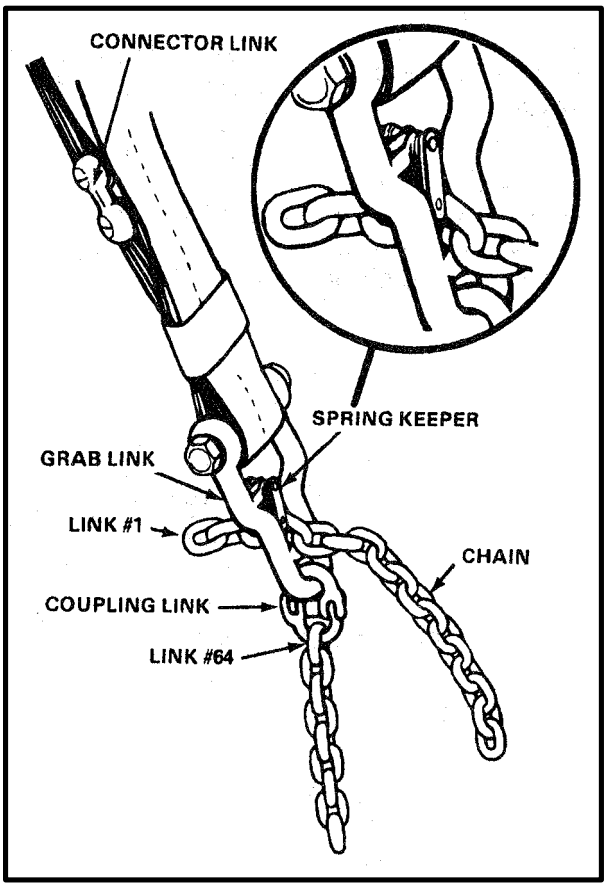

*Figure 6-20. Grab Link with Spring Keeper*
**c. Grab Link Assembly.** The next item on the sling set, the metal grab link, is attached to the lower end of the nylon web sling leg. This grab link is equipped with a spring-loaded keeper as shown in the inset of Figure 6-20. At the lower end of the grab link you will see the coupling link that is used to connect the chain leg to the grab link.